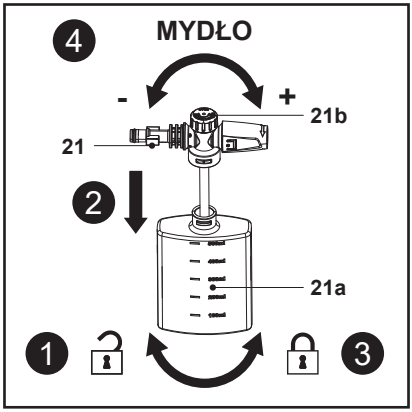

Rys. 13
Uzupełnianie i stosowanie detergentu przedstawiono na rys. 13.
1. Chwycić dyszę z butelką na detergent (21), a następnie odblokować i zdjąć butelkę (21a) (rys. 13, krok 1).
2. Upewnić się że wąż dopływu wody jest prawidłowo zamocowany do dyszy podawania detergentu (21).
4. Umieścić dyszę z butelką na detergent (21) na butelce (21a) (rys. 13, krok 2).
5. Chwycić dyszę z butelką na detergent (21), a następnie pewnie zablokować na niej butelkę (21a) (rys. 13, krok 3).
6. Obrócić pokrętło regulacyjne (21b) w prawo, aby rozpocząć mycie z dużą ilością mydła, lub w lewo, aby rozpocząć mycie z małą ilością mydła (rys. 13, krok 4).
7. Zamontować dyszę z butelką na detergent (21) bezpośrednio do pistoletu natryskowego (16) lub zamontować ją za pośrednictwem drążka przedłużającego (18).
8. Dysza z butelką na detergent (21) jest gotowa do użytku.